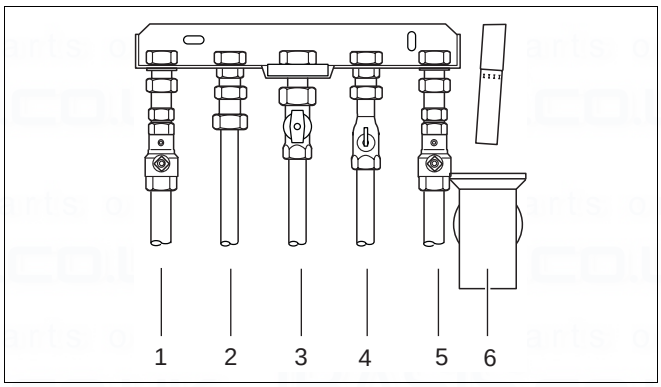

Fig. 6 Pipe connections
- Connect pipes as shown in fig. 6. Ensure that all pipework is routed so as to minimise any strain on the boiler fittings.
Key to fig. 6:
- Connect pipes free of tension (fig. 6).